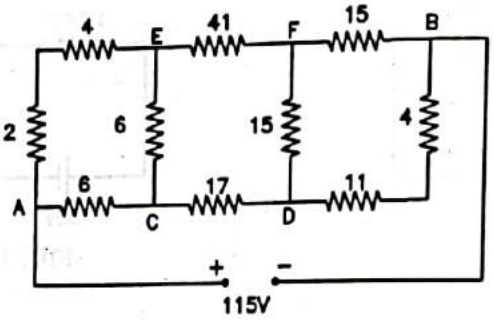

FIG. 1.50
**Determine the current in the 17 Ω resistor in the network shown in Fig. 1.50.** GTU, June-20